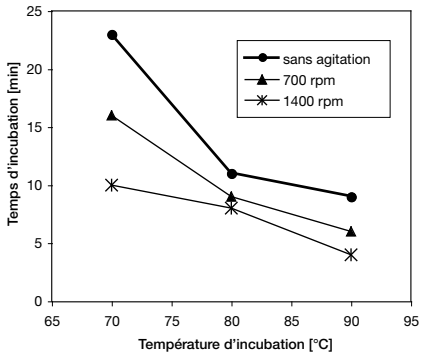

Figure 2
d) L'incubation de l'ADN élué à des températures supérieures peut être ajustée selon les données présentées dans la Figure 2. Les durées et températures d'incubation présentées réduiront un volume d'élution de 20 µl à environ 12 – 14 µl et les traces d'éthanol seront éliminées comme mentionné ci-dessus.